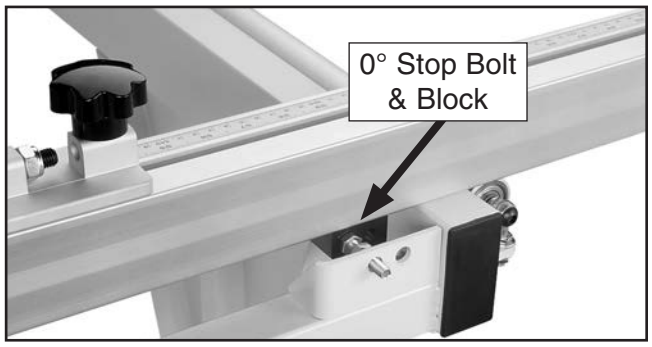

Figure 100. Stop block against 0° stop bolt.
5. Rotate fence so stop block is against 0° stop bolt (see **Figure 100**).